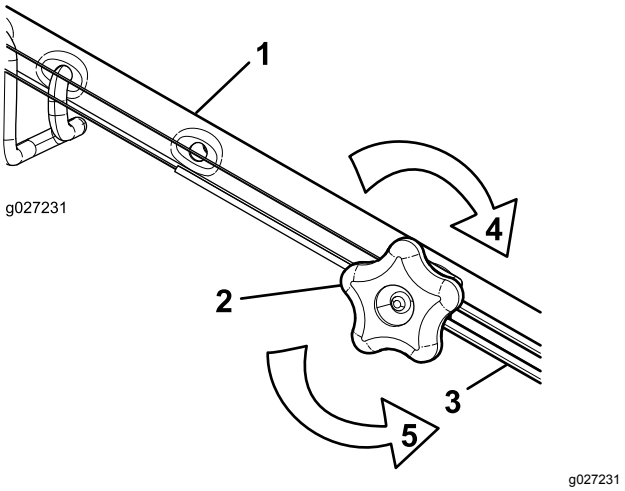

Figuur 40
1. Draai de stelknop linksom om het afstelmechanisme van de kabel los te zetten (Figuur 40).
2. Stel de kabelspanning af (Figuur 40) door de kabel naar achteren of naar voren te bewegen en hem in deze positie te houden.